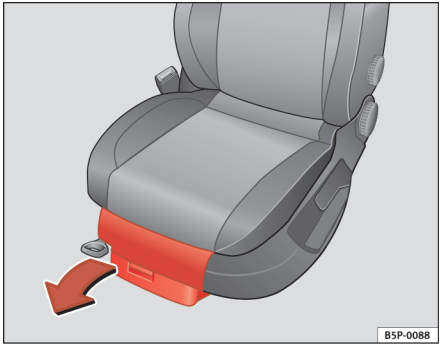

Fig. 96 Opbevaringsrum under forsæderne
Du kan åbne opbevaringsrummet* ⇒ fig. 96 (A) ved at trække i afdækningen.